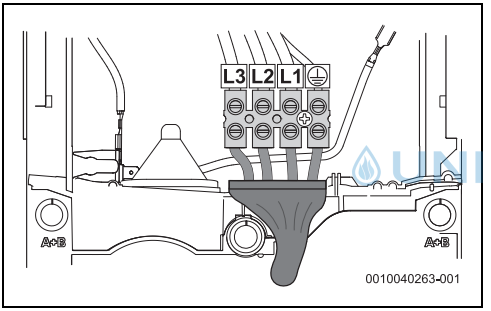

Bild 44 Anschluss unten für kurze Kabel
- Anschluss unten für kurze Kabel (Abb. 44)